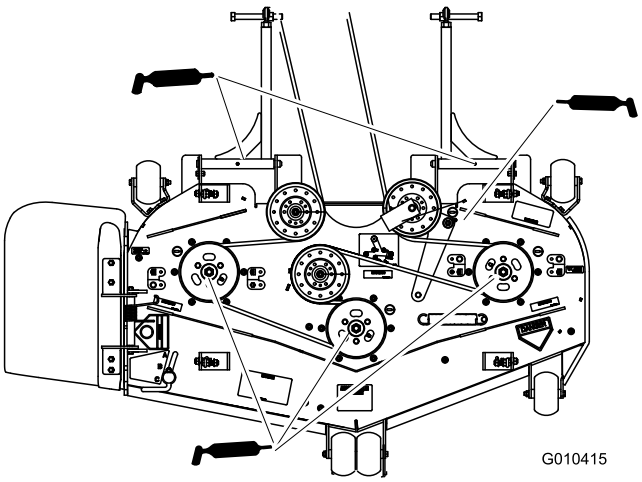

Rysunek 40
6. Nasmaruj trzy łożyska wrzeciona, aż smar wypłynie przez dolne uszczelki (Rysunek 40).
7. Nasmaruj ramię koła pasowego luźnego podwozia kosiarki (Rysunek 40).
8. Nasmaruj smarowniczki na popychaczach (Rysunek 40).